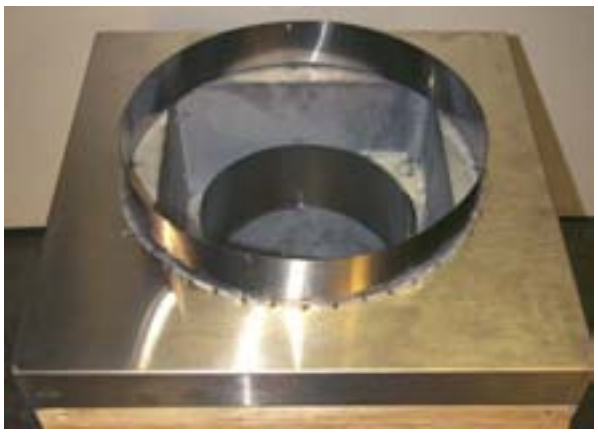

Figure 11d. Installed stainless steel cover.
Step 5: Install the Power Vent Roof top stainless steel cover over the installed Rough-in Kit, see ***Figure 11d.*** The Electrical connector is located in the corner, see ***Figure 11e***.